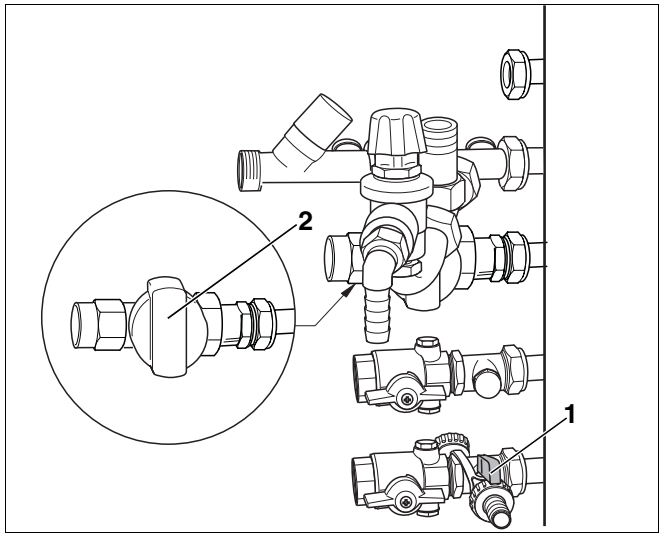

Rys. 52 Zawór do napełniania i spustu, tu zestaw przyłączeniowy do montażu z boku po lewej stronie
- Zamknąć zawór odcinający dopływ gazu (rys. 52, **poz. 2**).
- Opróżnić kocioł grzewczy przez zawór do napełniania i spustu (rys. 52, **poz. 1**).